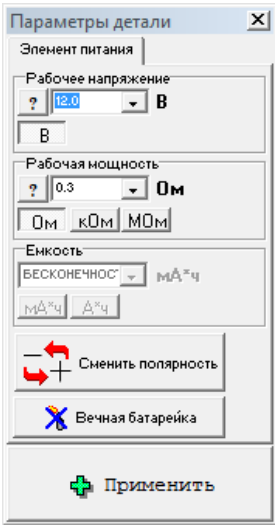

Рис. 8
3. Выставьте параметры элементов электрической цепи: рабочее напряжение элемента питания «42 В», сопротивление реостата «500 Ом», сопротивление резистора 2 Ом и мощность резистора 10 Вт. Для этого выделите нужный элемент цепи, щёлкнув по нему «мышкой», и откройте окно «Параметры детали» (рис. 8), щёлкнув по кнопке, изображённой на рис. 7а. В открывшемся списке выберите необходимый параметр и нажмите клавишу «Применить».
1. Эксперимент проводится на той же установке. Выделите резистор *R*, щёлкнув по нему «мышкой», и откройте окно «Параметры детали» (рис. 8), щёлкнув по кнопке, изображённой на рис. 7а. В открывшемся списке выберите сопротивление 0,5 Ом и нажмите клавишу «Применить».